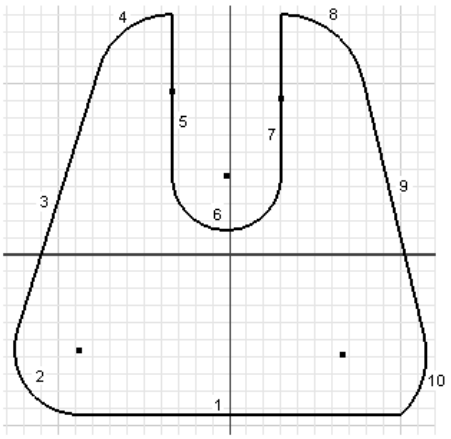

Figure 3-27 *Profile with geometries numbered*
1. Invoke the **Line** tool from the **Create** panel in the **Sketch** tab, refer to Figure 3-27.
The outer loop that you created in the previous step might be different from the one shown in Figure 3-27. You can find the missing constraints by following the next step and applying constraints accordingly.
As evident from Figure 3-27, some of the constraints such as tangent and equal are missing in the sketch. The sketch shown in Figure 3-27 may not be symmetrical and all the lines in the sketch may not be tangent to the arcs. Therefore, you need to add these missing constraints manually to the sketch to complete it. You can choose the **Show Constraint** option from the Marking menu that is displayed when you right-click on an entity.
1. In Figure 3-27, the **Tangent** constraint is missing between line 1 and arc 10. To add this constraint between the line and the arc, choose the **Tangent** tool from the **Constrain** panel of the **Sketch** tab; you are prompted to select the first curve. Select arc 10 as the first curve; you are prompted to select the second curve. Select line 1 as the second curve. Similarly, add this constraint to all the places in the sketch wherever it is missing.